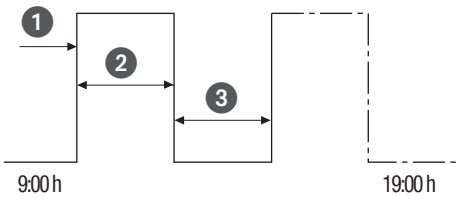

Fig. 33: Commutation de cycle
- (Fig. 33/❶) heure de démarrage
- (Fig. 33/❷) durée MARCHE = commutation MARCHE
- (Fig. 33/❸) durée ARRÊT = commutation ARRÊT